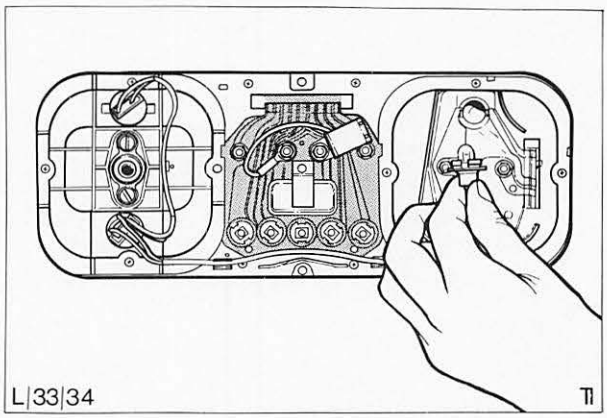

Abb. 19 Glühlampe – Zeituhr entfernen
2. Glühlampen von der Uhr entfernen, Abb. 19.